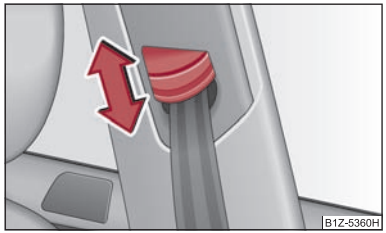

Fig. 4 Siège avant: Réglage de la hauteur des ceintures
- Poussez la ferrure d'inversion dans la direction souhaitée vers le haut ou vers le bas ⇒ fig. 4.